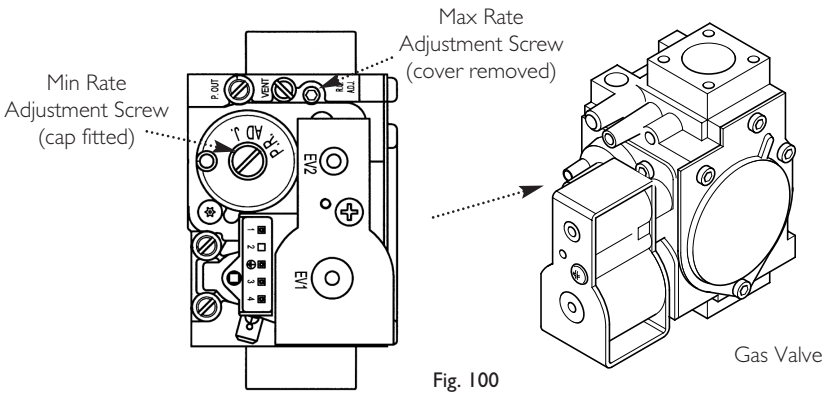

Fig. 100
8. It is possible to alter the CO_2 by adjustment of the gas valve. Remove the plastic cover from the 'Max Rate' adjustment screw. At maximum rate the 'Max. Rate' adjustment screw should be turned, using a suitable hexagon key, until the correct reading is obtained (Fig. 100). Turning clockwise will reduce the CO_2. Anticlockwise will increase the CO_2.
10. With the boiler on minimum, the 'Min. Rate' adjustment screw must be altered, using a suitable hexagon key, after removing the cap (Fig. 100). Turning anti-clockwise will reduce the CO_2. Clockwise will increase the CO_2. If the CO_2 is reset at either boiler rate it must be rechecked at the other rate and also adjusted if required.